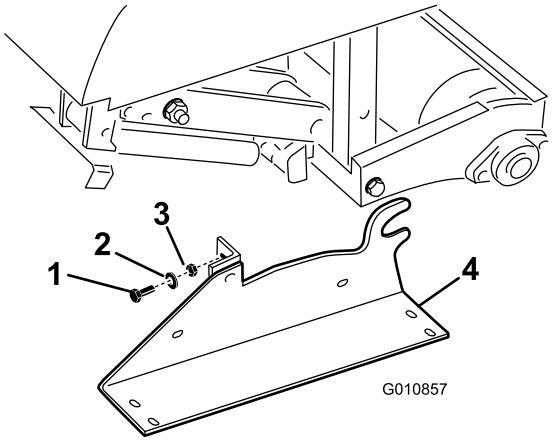

**Figur 31**
2. Fjern boltene, låseskivene og mutterne som støtter lagringspilarene på hver ende av luftemaskinen (Figur 31).